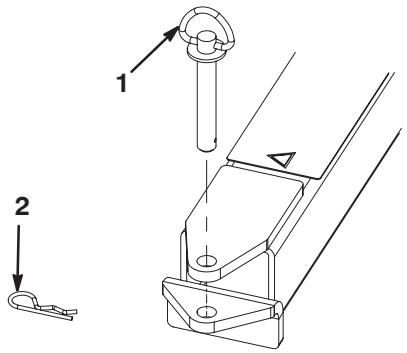

**Figure 8**
4. Accouplez la flèche d'attelage de la balayeuse au dispositif d'attelage du véhicule tracteur à l'aide de la goupille d'attelage et d'une goupille fendue (Fig. 8).